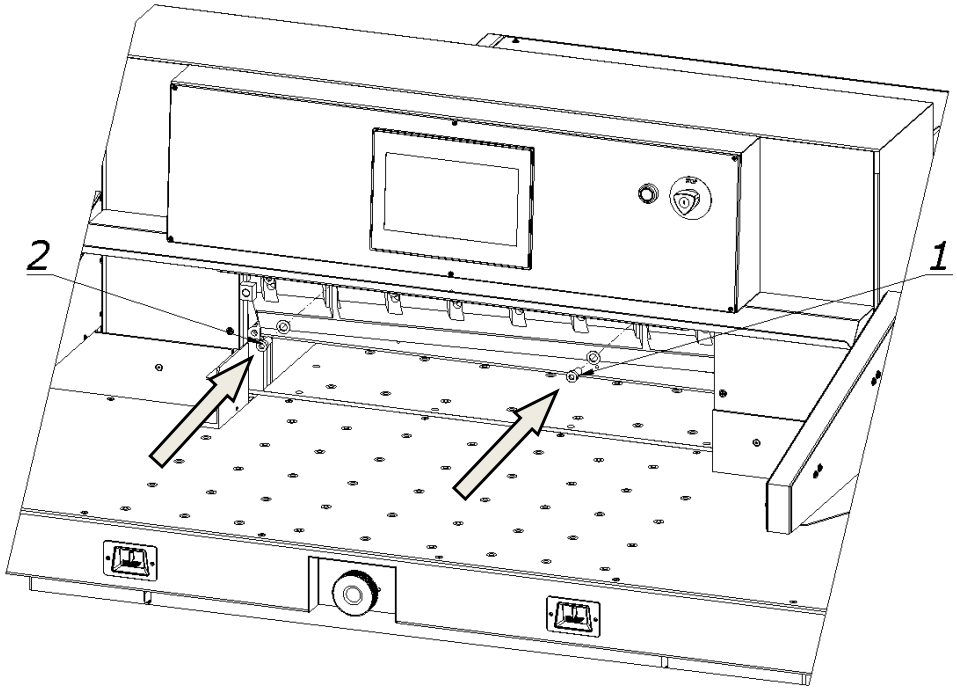

Figure 34.
7. Remove both transport handles 1 (Fig. 34) and screw in fixing screws 1 and 2 (Fig. 34) in their place.